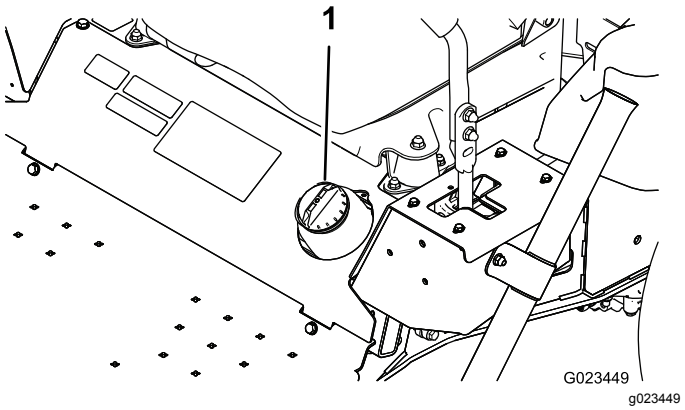

Рисунок 16
2. Очистите поверхности вокруг крышки топливного бака (Рисунок 16).